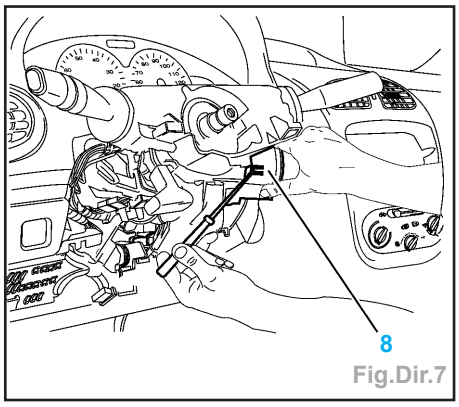

Fig.Dir.7
- À l'aide d'un tournevis, dégrafer et tirer sur le transpondeur (8), le dégager de l'antivol volant et le laisser pendre (Fig.Dir.7).